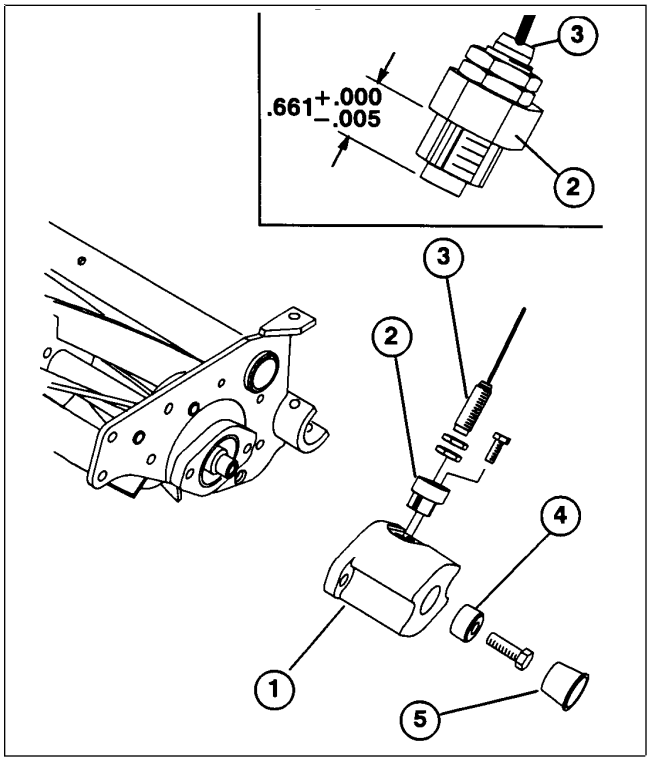

Figure 60
1. Thread reel speed sensor into sensor holder until dimension shown in Figure 60 is attained. Lock adjustment with two (2) jam nuts.